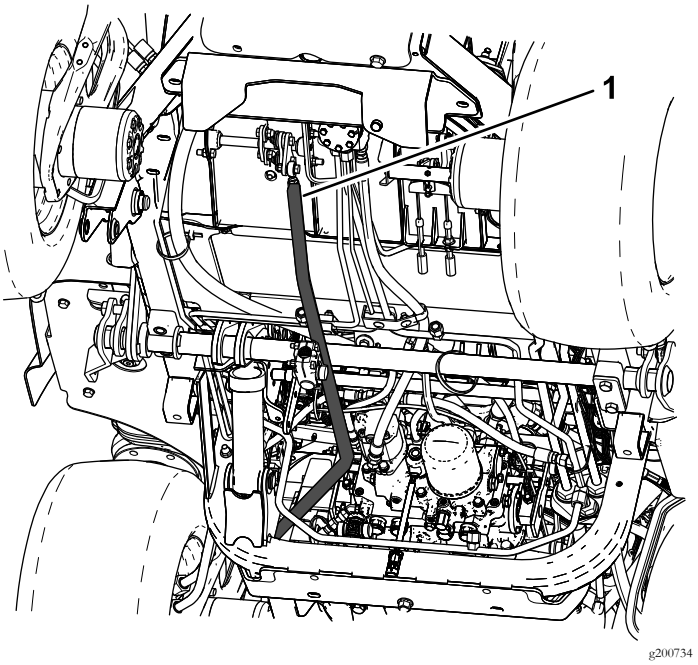
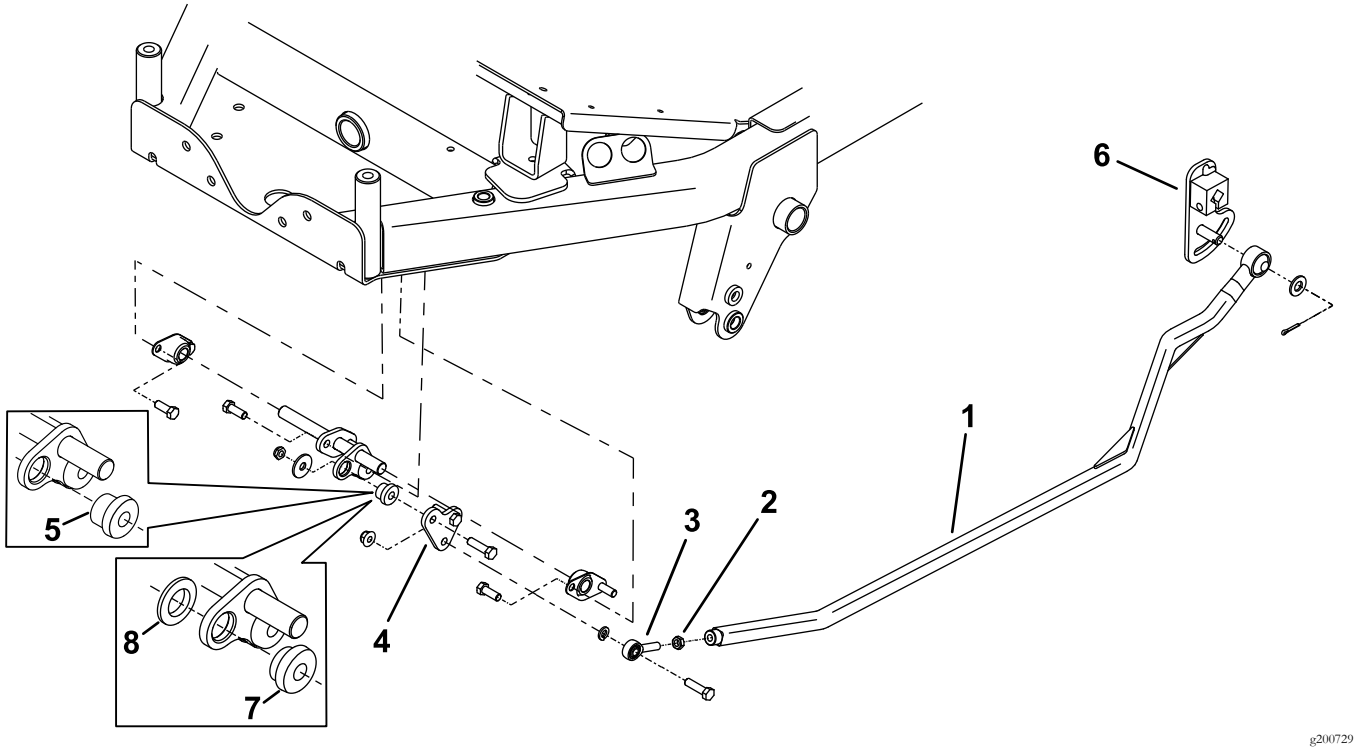

**Figure 5**
**Figure 6**
2. Déposez la tige de commande de déplacement existante du bras de levier de déplacement et de la tringlerie avant (Figure 5).
3. Montez le palier d'embout de tige et l'écrou de blocage sur la tige de commande de déplacement (Figure 6).
4. Montez la plaque de liaison et les blocs en caoutchouc ou en plastique (Figure 6).
**Remarque:** Utilisez indifféremment les blocs en plastique ou en caoutchouc pour ce kit, selon ceux qui vous procurent le meilleur confort d'utilisation de la machine. Nous recommandons d'utiliser les blocs en caoutchouc si la machine est équipée d'une cabine, car cela contribue à atténuer le bruit dans la cabine (Figure 6).
5. Posez la tige de commande de déplacement neuve sur le bras de levier de déplacement et la tringlerie avant (Figure 5 et Figure 6).